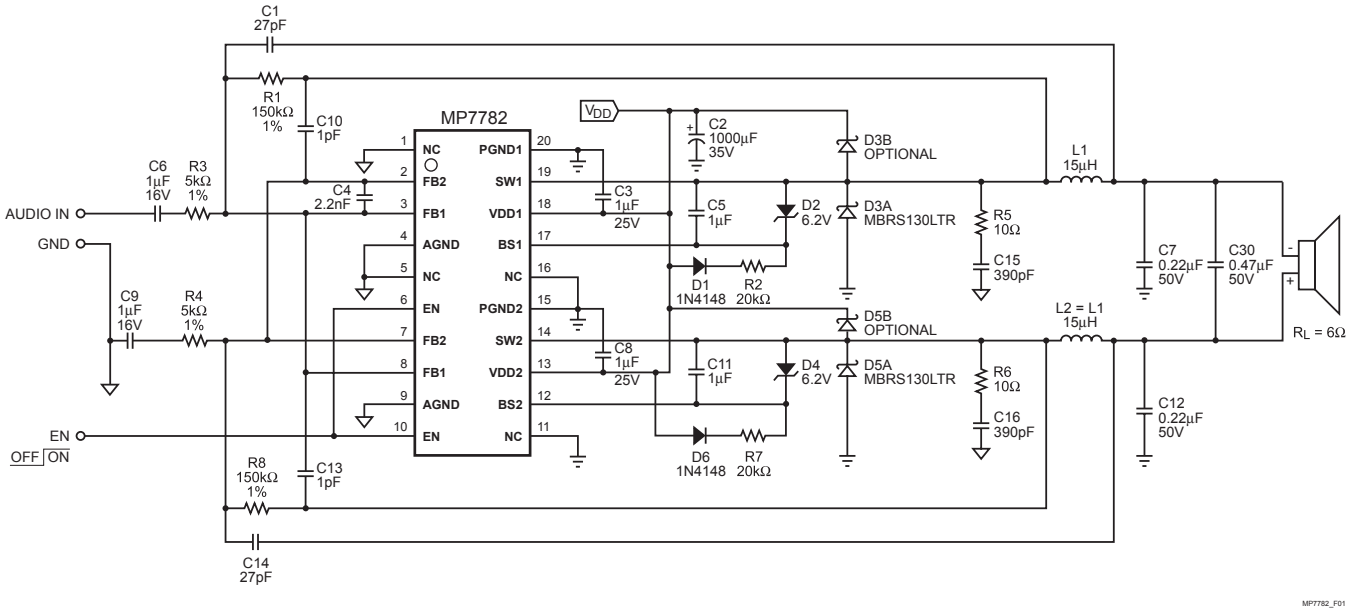

Figure 1 — 50W Class D BTL Amplifier (V_{DD} = 24V)
(Circuit of Figure 1, V_{DD} = 24V, V_{EN} = 5V, T_A = +25˚C, unless otherwise noted.)
Circuit of Figure 1, V_{DD} = 24V, T_A = +25˚C
The MP7782 uses a minimum number of external components to complete a fully bridged Class D audio amplifier. The circuit in Figure 1 shows a typical application. Use the following sections to customize the amplifier for your particular application.
Two identical LC filters are required in the typical application. The inductor-capacitor (LC) filter is a second order filter that converts the pulse train at SW (pins 14, 19) to the output differential signal that drives the speaker. Typical values for the LC filters are shown in Figure 1. The characteristic frequency of the LC filter needs to be high enough to allow high frequency audio to reach the output, yet needs to be low enough to filter out high frequency contents of the pulses from SW. The characteristic frequency of the LC filter is: